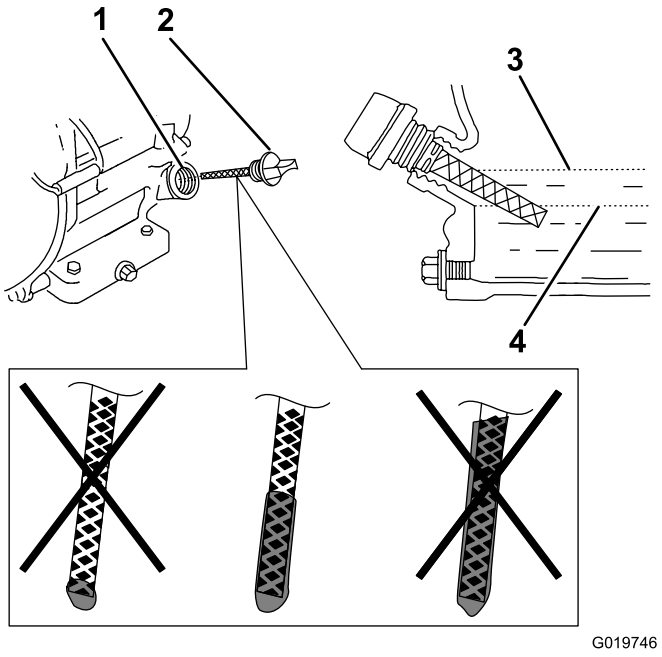

Figure 52
1. Remove the dipstick (Figure 52) and slowly pour oil into the fill hole until the oil reaches the upper-limit mark (bottom edge of the oil-fill hole) on the dipstick.